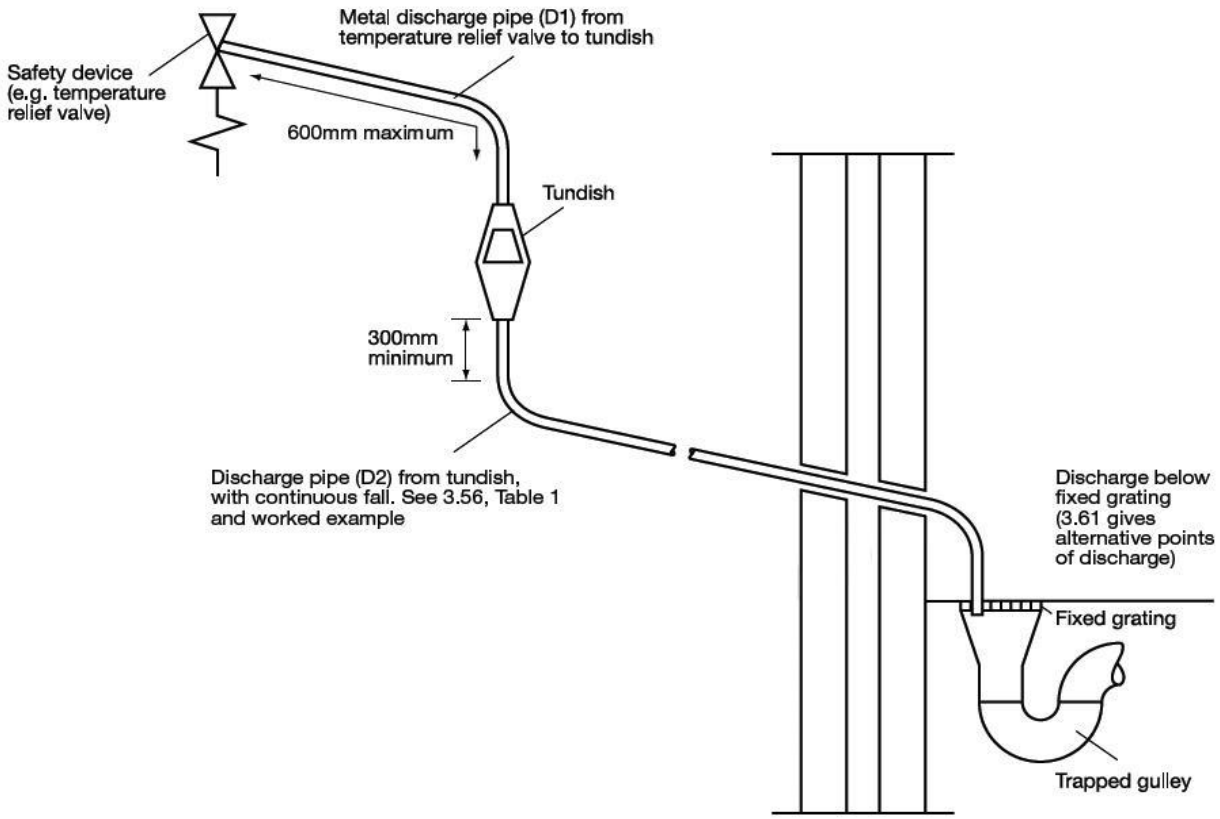

**Figure 8: Typical discharge pipe arrangement**
The following is an extract from Section G3 of the Building Regulations for England and Wales and provides the most up-to-date guidance on the requirements for discharge pipework. Refer also to Figure 8.
**3.54** The tundish must be vertical, located in the same space as the unvented hot water storage system and be fitted as close as possible to, and lower than, the safety device, with no more than 600mm of pipe between the valve outlet and the tundish (see Figure 8).
a. have a vertical section of pipe at least 300mm long below the tundish before any elbows or bends in the pipework (see Figure 8); and
**3.58** The discharge pipe (D2) should be at least one pipe size larger than the nominal outlet size of the safety device unless its total equivalent hydraulic resistance exceeds that of a straight pipe 9m long, i.e. for discharge pipes between 9m and 18m the equivalent resistance length should be at least two sizes larger than the nominal outlet size of the safety device, and so on; bends must be taken into account in calculating the flow resistance. See Figure 8, Table 7 and the worked example.